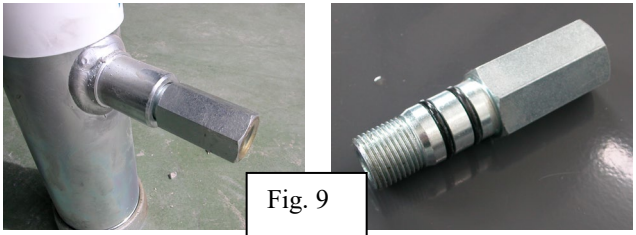

Fig. 9
- **Válvula de bloqueo descenso en cilindro hidráulico (fig. 9):** en caso de rotura del tubo flexible del pistón, impide el descenso brusco de la caja bloqueándola en la posición en la que se encuentra.